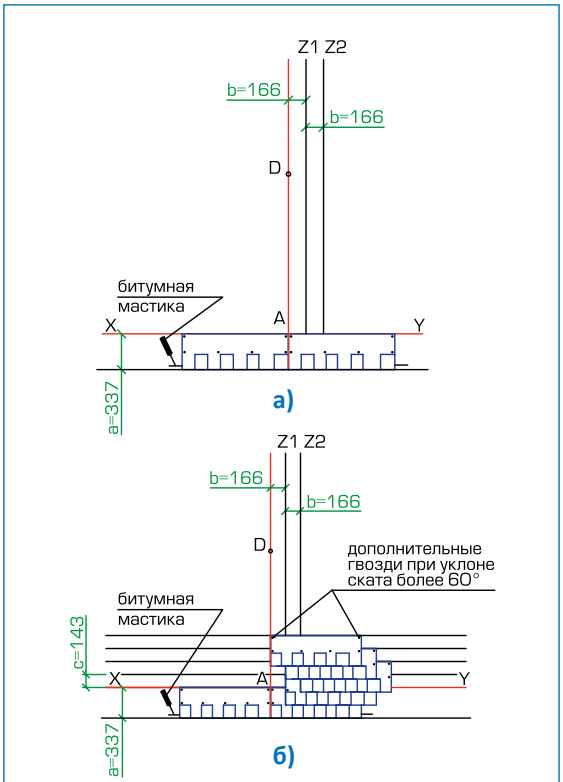

Рис. 2
Укладка материала (рис. 2)
- первый ряд черепицы укладывается от линии AD (рис. 2а);
- второй ряд укладывается от линии Z1 (со смещением 16,6 см от AD) (рис. 2б);
- третий ряд укладывается от линии Z2 (со смещением 16,6 см от Z1) (рис. 2б);